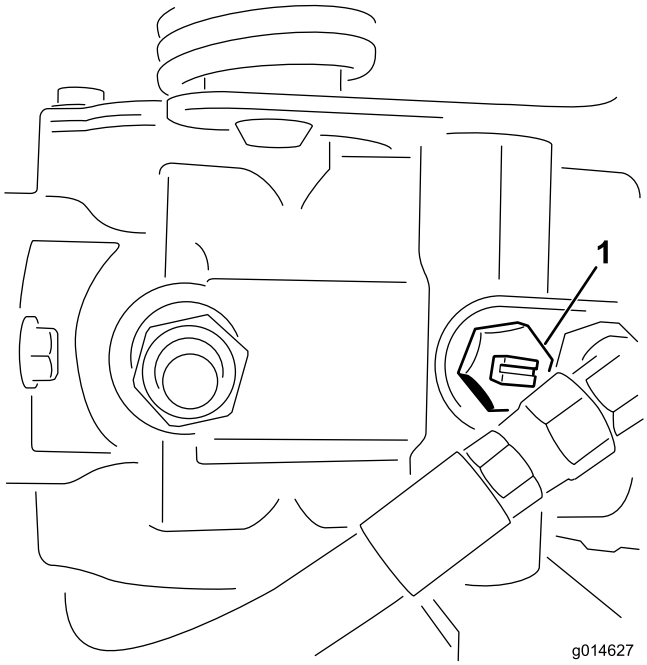

**Figur 41**
1. Finn omløpsventilen på pumpen, og vri den slik at åpningen står vertikalt (Figur 41).
2. Før du starter motoren, må du stenge omløpsventilen ved å vri den slik at åpningen står horisontalt (Figur 41). Ikke start motoren når ventilen er åpen.